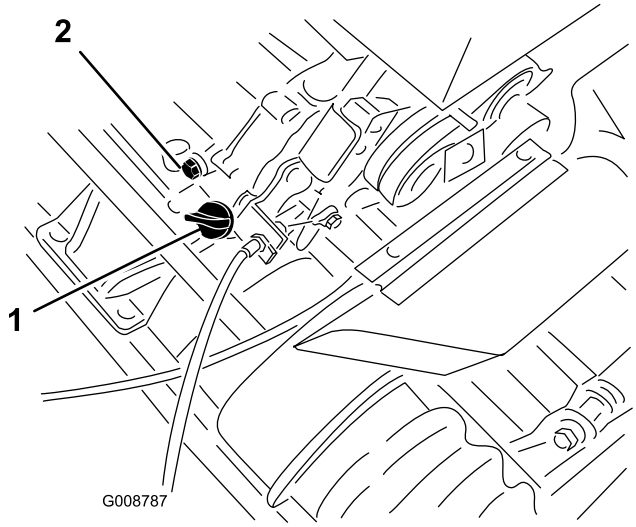

Bild 19
1. Stellen Sie den Rasenmäher so auf, dass der Motor eben steht und dann reinigen Sie den Bereich um den Ölpeilstab (Bild 19).
2. Stellen Sie eine Auffangwanne hinten an der Maschine unter die Ablassschraube (Bild 19).